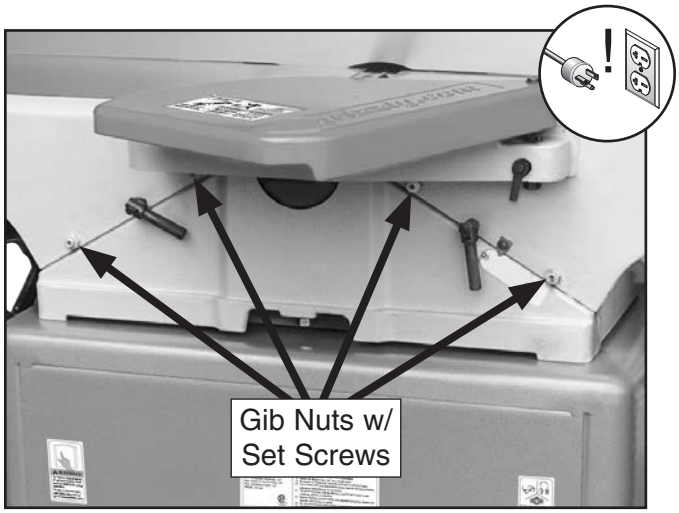

Figure 59. Infeed table gib controls.
1. Loosen (4) infeed table gib nuts with set screws on front of table/fence assembly (see **Figure 59**).